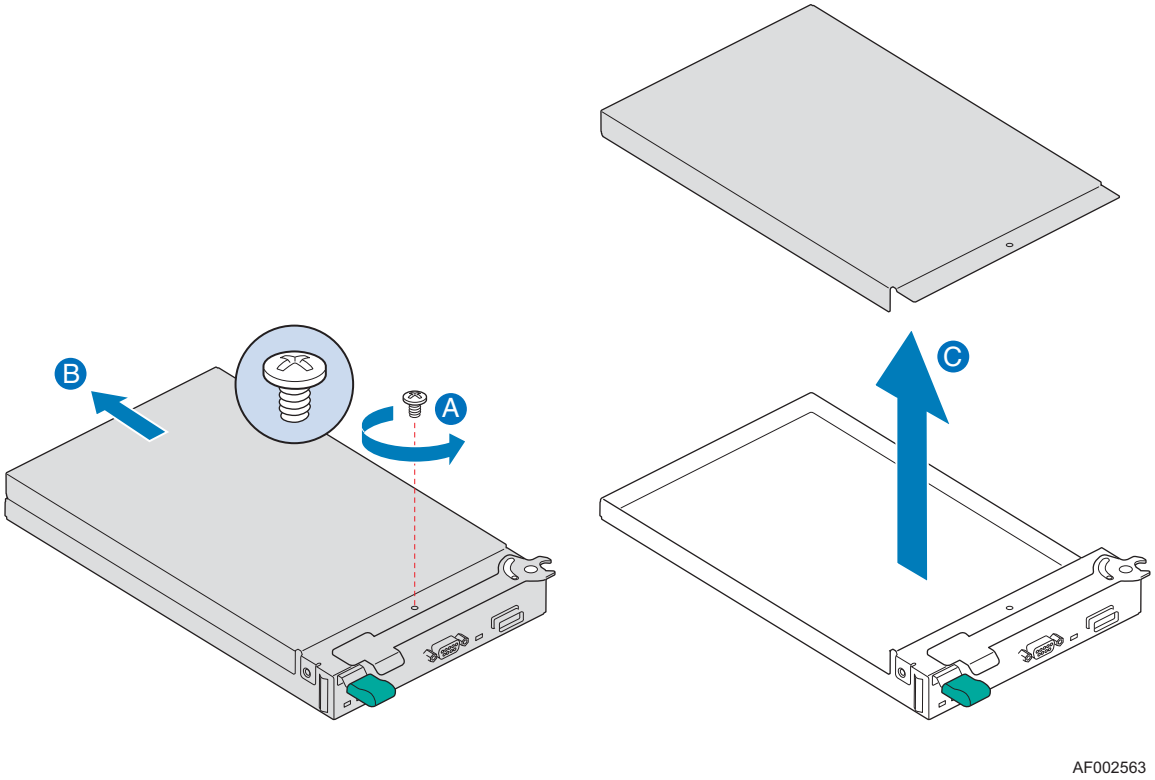

Figure 15. Removing Top Cover from Storage Control Module
4. With a Phillips* screwdriver, remove the screw securing the top cover to the storage control module (see letter “A” in Figure 15).
5. Slide the cover towards rear of the storage control module (see letter “B” in Figure 15) and lift upward (see letter “C” in Figure 15).